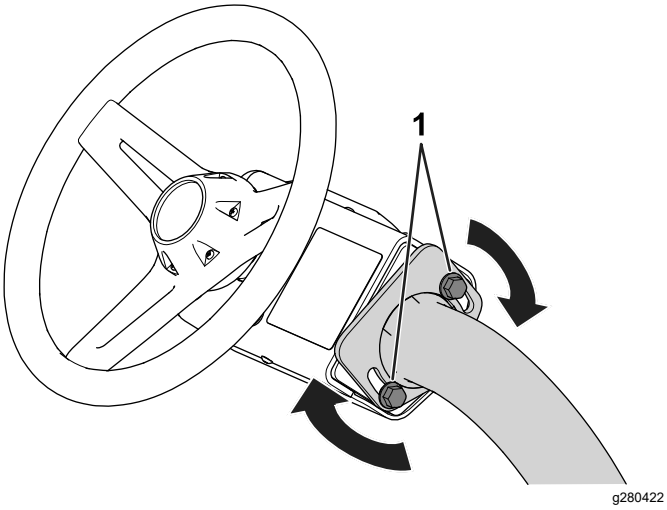

Figur 37
1. Lossa skruvarna (Figur 37) som fäster ratten på styrarmen.
3. Dra åt skruvarna (Figur 37) för att fästa ratten i det justerade läget.